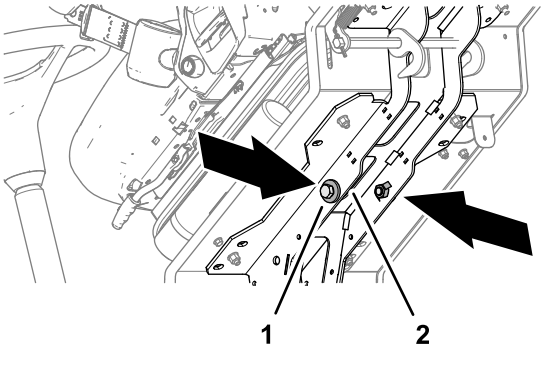

Rysunek 40
3. Przechyl podest do przodu i odkręć 2 śruby 12 x 40 mm i 2 podkładki 12 mm znajdujące się w szynach wsporczych podestu (Rysunek 40).